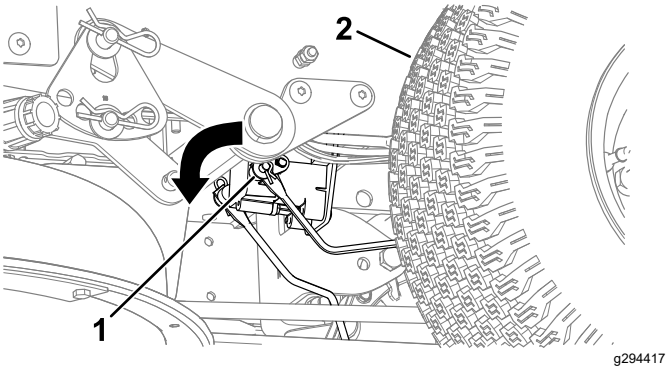

Figuur 51
3. Zoek de as van de elektrische rem waar de verbindingsarmen gekoppeld zijn (Figuur 51).